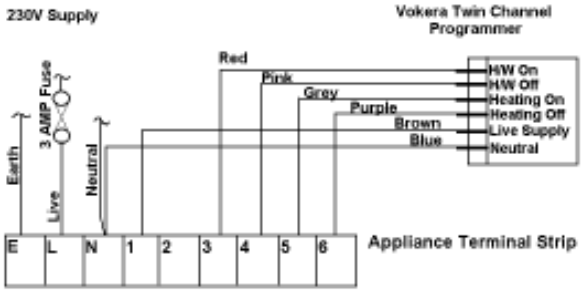

fig. 25
- Take the wires supplied with the programmer and connect them as shown in fig. 25.